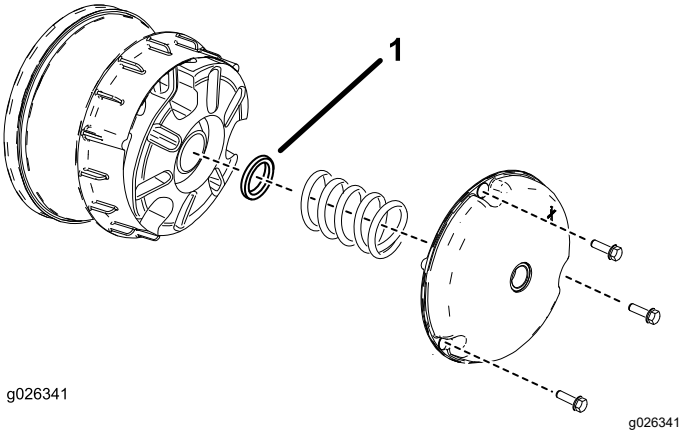

**Figura 65**
2. Retire los pernos que sujetan la tapa del embrague primario, según se muestra en Figura 65.